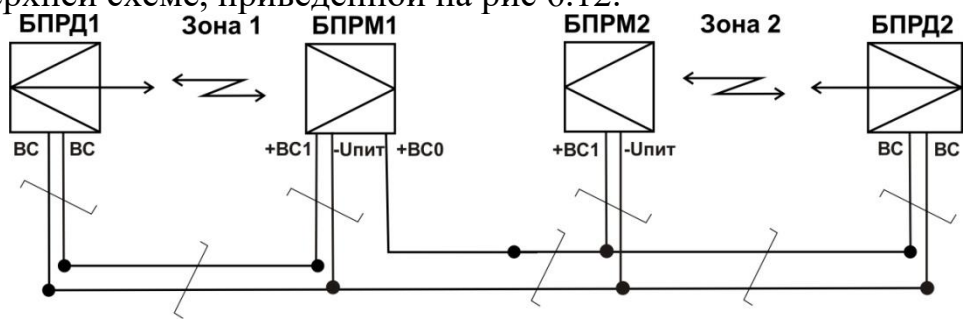

Рис.6.13
6.3.5.3 Схема подключения проводов при подключении проводной синхронизации для двух комплектов извещателей модификации «С» см. на рис. 6.13, схема аналогична верхней схеме, приведенной на рис 6.12.